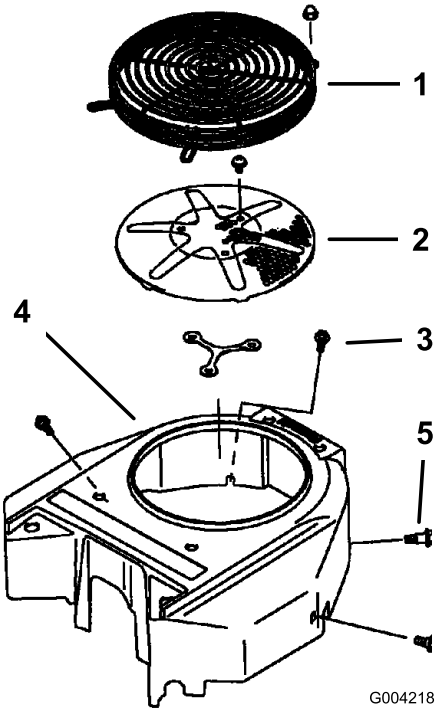

**Figure 69**
Before each use remove any build-up of grass, dirt, or other debris from the engine screen. This will help ensure adequate cooling and correct engine speed and will reduce the possibility of overheating and mechanical damage to the engine (Figure 69).
3. Remove the air intake screen, recoil starter, and fan housing (Figure 69).
5. Install air intake screen, recoil starter, and fan housing (Figure 69).